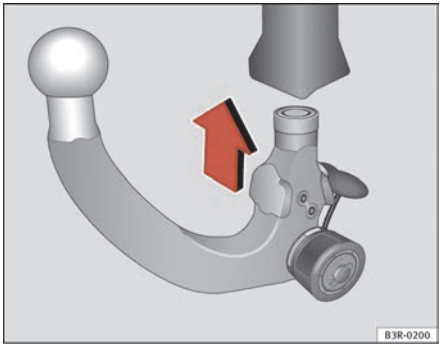

Fig. 153 Removable towing bracket: inserting the ball joint
– With the spring mechanism in the ready position, insert the ball joint into the mounting fixture and push it upwards ⇒ page 191, fig. 153 in the direction indicated (arrow) ⇒ ⚠. It should lock into position automatically. You should now clearly hear it click into place.